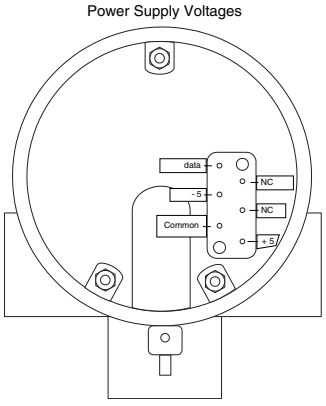

Figure 5-6
2. Use an analog ohmmeter[1] that is set to the R x 1K ohm scale, measure the resistances between each pair of sensing element connections. ***See Figure 5-6 & 5-7***. Record values in Table 5.1
E. Using a DC voltmeter, measure voltage from -5 to Common and +5 to Common. Correct readings are -5 to -6 and +5 to +6 Vdc. See ***Figure 5-6.***